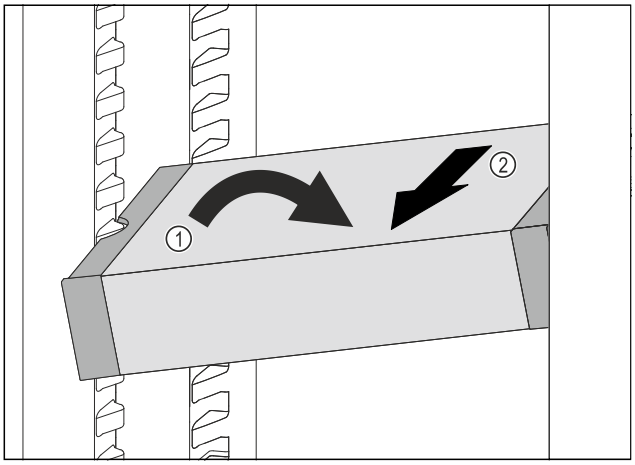

Fig. 110
▶ Set VarioSafe in refrigerator compartment at an angle. *Fig. 110 (1)*
▶ Take VarioSafe out to the front. *Fig. 110 (2)*